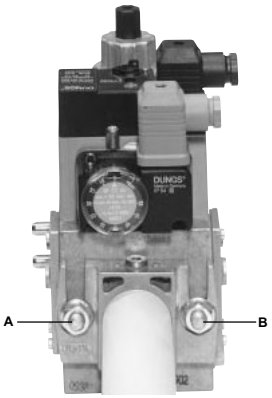
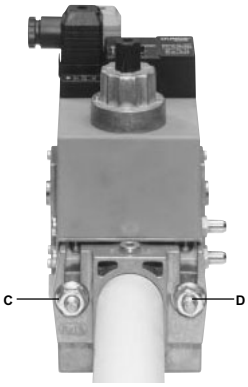
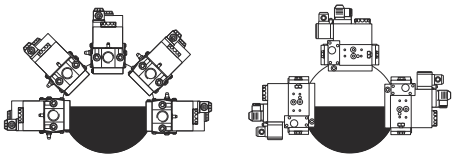

Fig. 20
Fig. 21
Fig. 23
3. tighten screws A, B, C and D (Fig. 20 - Fig. 21), accordind to the mounting positions (Fig. 23);
1. Loosen screws A and B **do not** unscrew (Fig. 20 - Fig. 21).
2. unscrew screws C and D (Fig. 20 - Fig. 21).
3. Remove MultiBloc between the threaded flanges (Fig. 21).